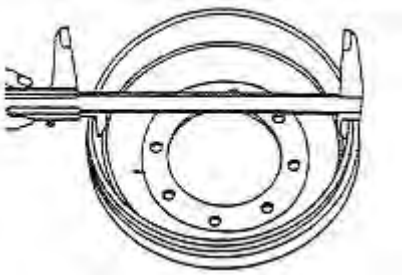

figure 2-24
(5) Eye-measure if there is any damage on inner surface of brake drum, if abnormal, amend by lapping. If exceed amendment limit, please replace. Standard: 314mm;limit: 316mm. see figure 2-24